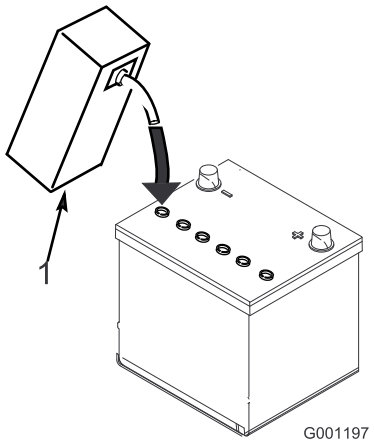

**Figure 7**
3. Versez de l'électrolyte avec précaution dans chaque élément jusqu'à ce que les plaques soient recouvertes d'environ 6 mm de liquide (Figure 7).
4. Attendez environ 20 à 30 minutes pour que les plaques aient le temps de s'imprégner d'électrolyte. Faites l'appoint au besoin pour faire monter le niveau de liquide à environ 6 mm en dessous du creux de remplissage (Figure 7).